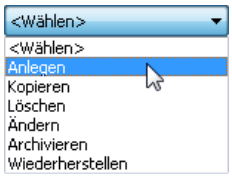

Bild 26.2 – Anlegen eines Logos
- wählen Sie aus dem Menü der Logoverwaltung *Anlegen* (Abb. 26.2).